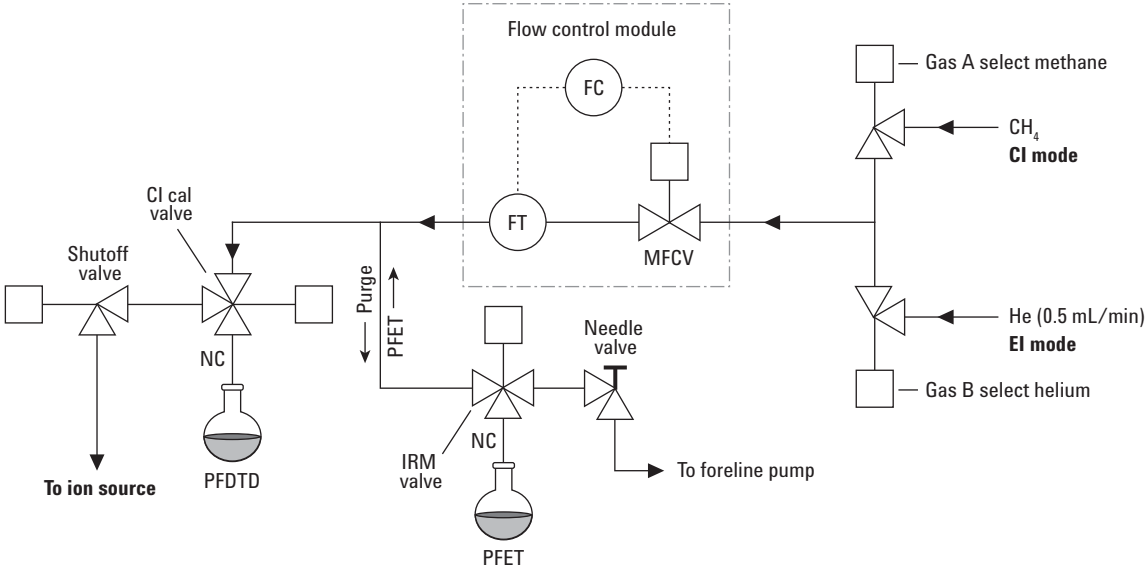

Figure 6 Schematic of CI flow control module
1. See Figure 6 and Table 3.
- Close valves starting at the gas select valves (Reagent gas and Carrier gas purge), then close the shutoff valve. See Figure 6 and Table 3.